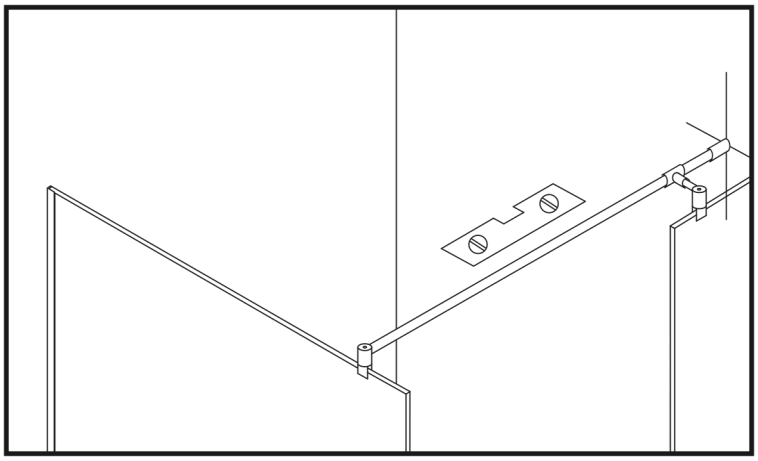
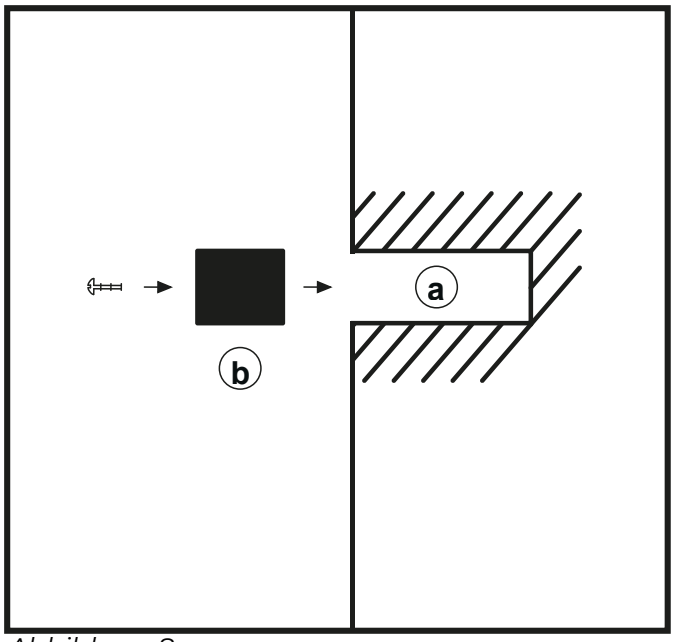
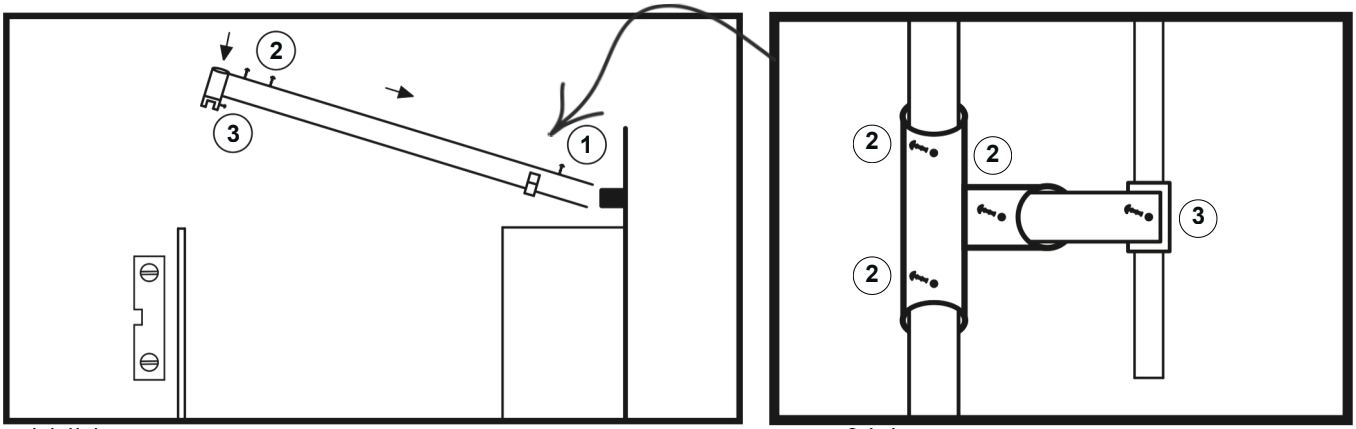

Abbildung 7
Abbildung 8
Abbildung 9 *Draufsicht*
20. Das Teleskoprohr für Duschlösung besteht aus zwei Teilen. Ein längeres Teleskoprohr, das rechtwinklig zur Wand montiert werden muss. Das kürzere Teleskoprohr muss auf dem längeren Teleskoprohr montiert werden, wobei der Abstand entsprechend der Planung der kürzeren stationären Glaswand bestimmt wird. (Abbildung 7)
22. Montieren Sie zwischen den Teleskoprohrhalterungen (3, die Teile, die am Glas befestigt sind) die mit den Rohren gelieferten Dichtungen, damit das Glas nicht mit dem Metall in Berührung kommt. (Abbildung 9)
23. Setzen Sie das Teleskoprohr vorsichtig auf das Glas, an der zuvor ausgemessenen und geplanten Stelle. Stellen Sie sicher, dass die Teleskoprohre waagerecht sind. (Abbildung 7)
24. Markieren Sie an der Wand (Abb. 7) die Stelle, an der das Befestigungsloch (a, Abb. 8) gebohrt werden muss, und entfernen Sie das Teleskoprohr.
25. An der markierten Stelle ein Loch für den Dübel (a) bohren, das Loch von Staub befreien und den Dübel einsetzen. (Abbildung 8)
26. Lösen Sie die Schraube (1) am Teleskoprohr (Abb. 9) und entfernen Sie das Wandteil (b, Abb. 8).
27. Setzen Sie das Teil (b) in das zuvor an der Wand gebohrte Loch (a) ein und befestigen Sie es mit einer Schraube. (Abbildung 8)
28. Nehmen Sie das Teleskoprohr und installieren Sie vorsichtig die Wandhalterung (b) im Teleskoprohr und stützen Sie das andere Ende (3) an der geplanten Stelle auf dem Glas ab. (Abbildung 9)
29. Die Schraube (1) jedoch noch nicht vollständig fixieren.
31. Richten Sie das Glas mit einer Wasserwaage aus und befestigen Sie das Teleskoprohr mit den Schrauben (2) mit Ausrichtung nach oben. (Abbildung 9)
37. Überprüfen Sie mit der Wasserwaage, ob die Glasposition vertikal ist, die Gläser parallel zueinander sind und der Schnittpunkt der Magnetdichtung korrekt ist, und befestigen Sie das Rohr mit den Schrauben (2, Abb. 9).